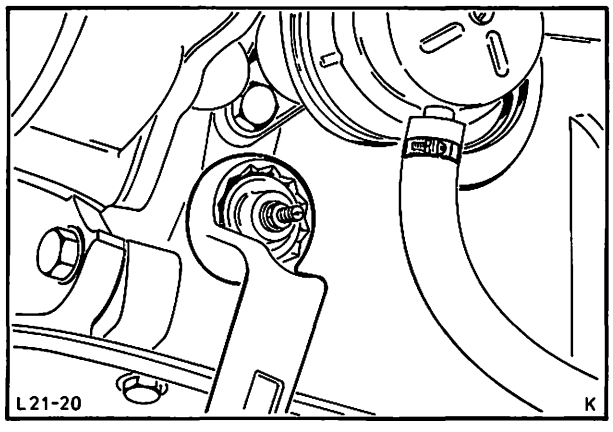

Abb. 28 Öldruckschalter „C"-Motor herausdrehen
1. Anschlußkabel – Öldruckschalter abziehen und Öldruckschalter, Abb. 28, entfernen. Bei Manometeranzeige Druckleitung und Anschlußstück entfernen.